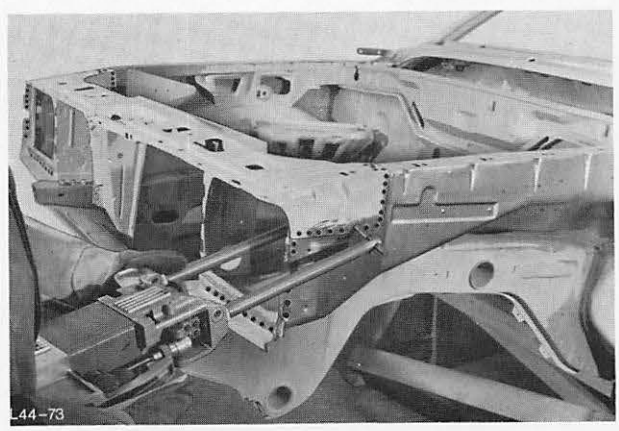

Abb. 68 Zwischenwand – Kühler anpunkten
11. Zwischenwand – Kühler an Stehblech anpunkten, Abb. 68.